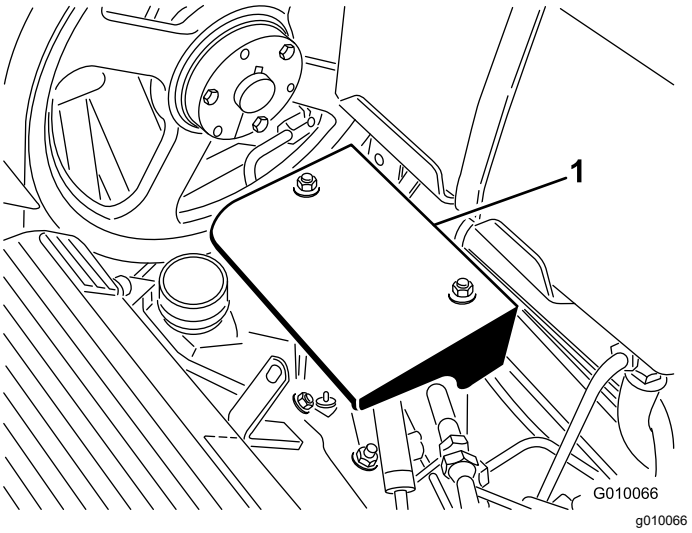

Rysunek 58
3. Odkręć dwie nakrętki montażowe osłony pompy i zdejmij osłonę (Rysunek 58).